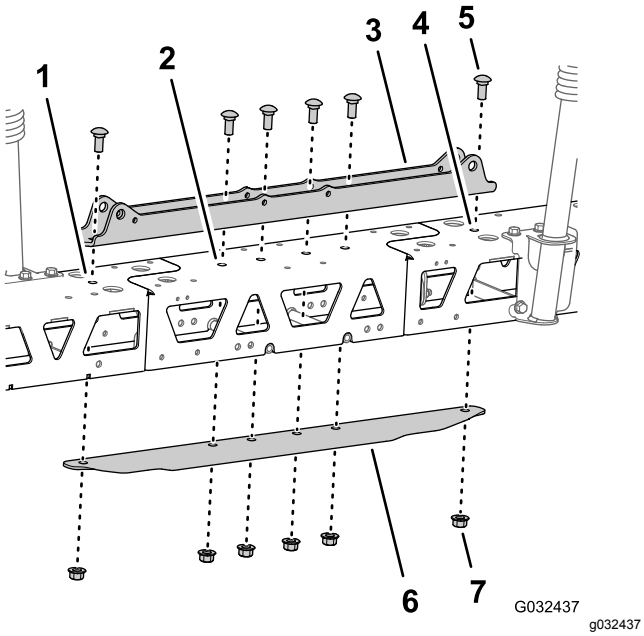

Figuur 77
5. Lijn de gaten in de cilinderbevestiging uit met de openingen in het midden van het frame en het verlengstuk van de middelste spuitboom (Figuur 77).
6. Monteer de verbindingsplaat op het frame en het verlengstuk van de middelste spuitboom, en lijn de opening in de verbindingsplaat uit met de openingen in het midden van de frames en het verlengstuk van de spuitboom (Figuur 77).
7. Monteer de cilinderbevestiging, de frames, het verlengstuk van de middelste spuitboom en de verbindingsplaat met de 2 slotbouten (1/2 x 1-1/4 inch) en 2 flensborgmoeren (1/2 inch) die u verwijderd hebt in stap 2 van De frames van de middelste spuitboom losmaken (bladz. 35), en de 4 slotbouten (1/2 x 1-1/4 inch) en 4 flensborgmoeren (1/2 inch) van de completeringsset van het GeoLink spuitsysteem (Figuur 77).